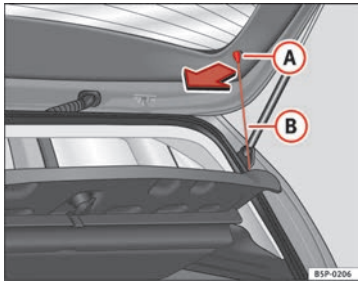

Fig. 122 Rear shelf
– Unhook the loops ⇒ Fig. 122 (B) from housings (A).